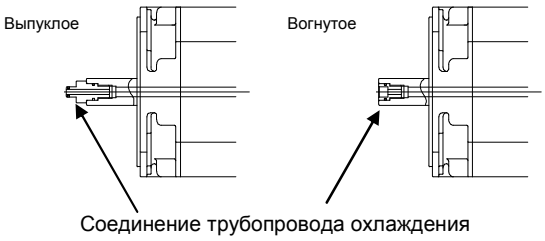

Рис. 3. Примеры соединений трубопровода охлаждения
- Проверьте отсутствие утечки СОЖ из трубки подачи СОЖ в муфте. (См. рис. 3.)